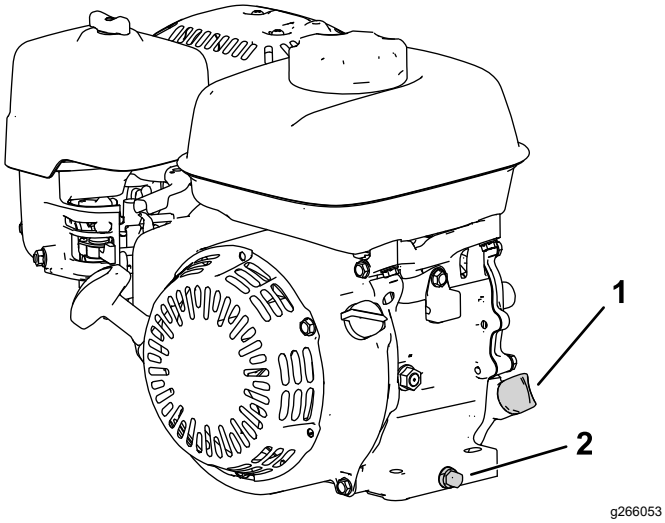

Figura 15
2. Coloque a máquina de maneira a que o motor esteja nivelado e limpe a área à volta do tubo de enchimento de óleo (Figura 15).
3. Retire o tampão de escoamento (Figura 15).